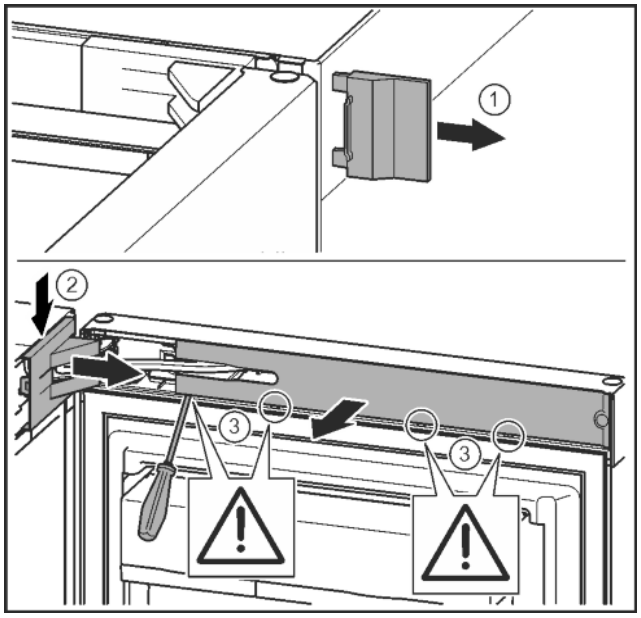

Fig. 7
▶ Remove the outer cover. *Fig. 7 (1)*
▶ Disengage and release the bearing bracket cover. Remove the bearing bracket cover. *Fig. 7 (2)*
▶ Unlatch the panel with a slotted screwdriver and swivel it to one side. *Fig. 7 (3)*